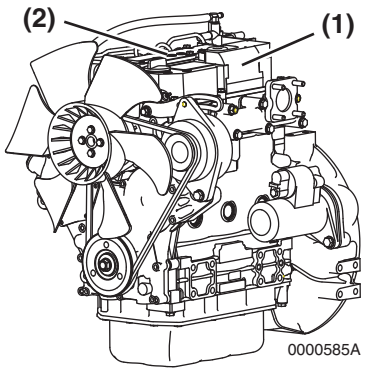

Figure 4-2
Figure 4-2 shows the location of regulatory and safety labels on Yanmar TNV series engines.
The typical location of the emission control information label is shown **(Figure 4-2, (1))**.
Typical location of the engine nameplate is shown **(Figure 4-2, (2))**.